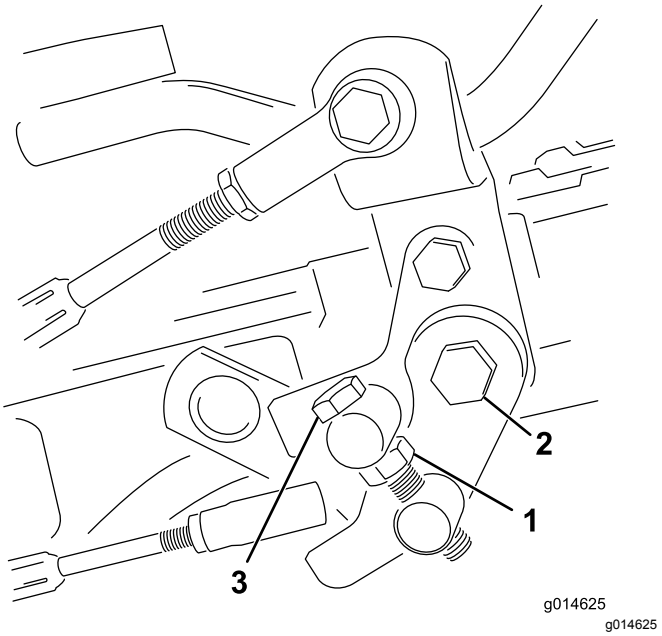

**Rysunek 39**
1. Poluzuj przeciwnakrętkę na śrubie czopu (Rysunek 39).
4. Dokręć przeciwnakrętkę na śrubie czopu oraz nakrętkę na osi pedału, aby zablokować położenie regulacji (Rysunek 39). Sprawdź efekt regulacji i w razie potrzeby dokonaj korekty.